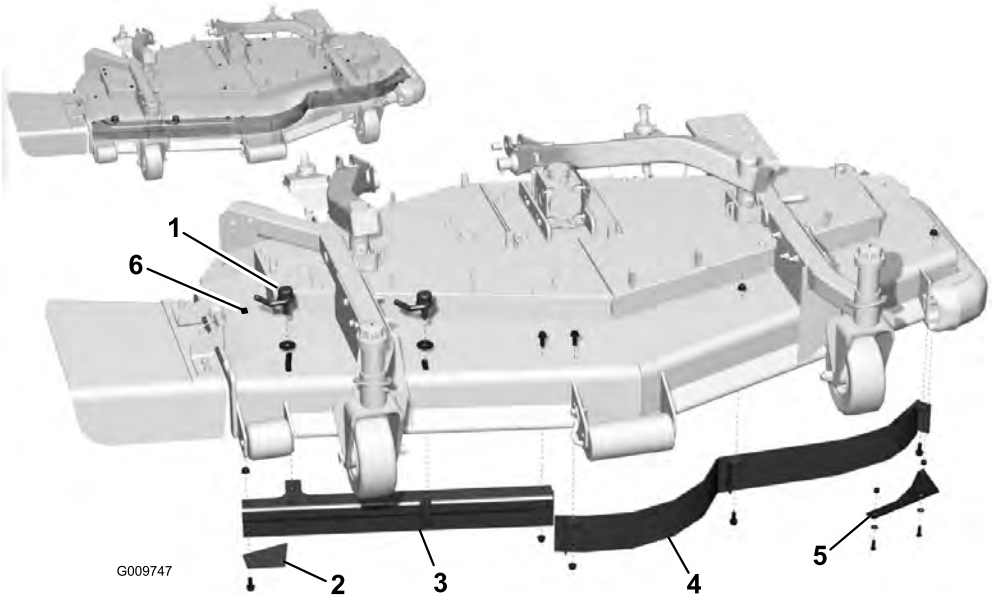

Figura 1
1. Retire as alavancas ou parafusos, as anilhas ou porcas do abafador de fluxo regulável. (Figura 1).
2. Retire os parafusos e porcas fixando o abafador de descarga, o abafador frontal e a placa turbo no local. (Figura 1).
3. Volte e instalar o parafuso de carroçaria interior no furo quadrado na plataforma após retirar o abafador de descarga (Figura 1).